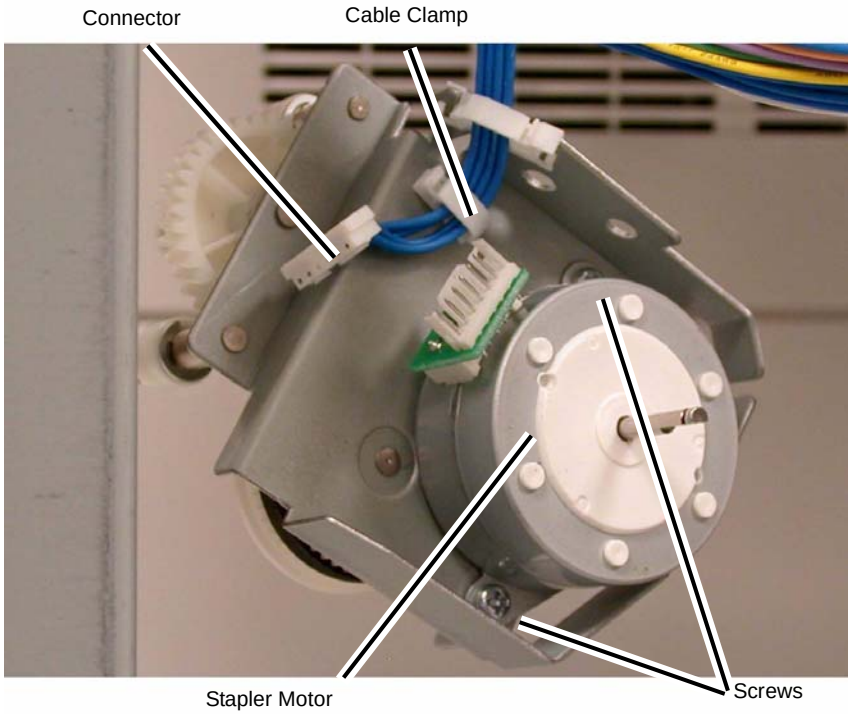

Figure 3 Removing the Stapler Motor
6. Remove the Stapler Motor (Figure 3).
c. Remove the Screws (2).